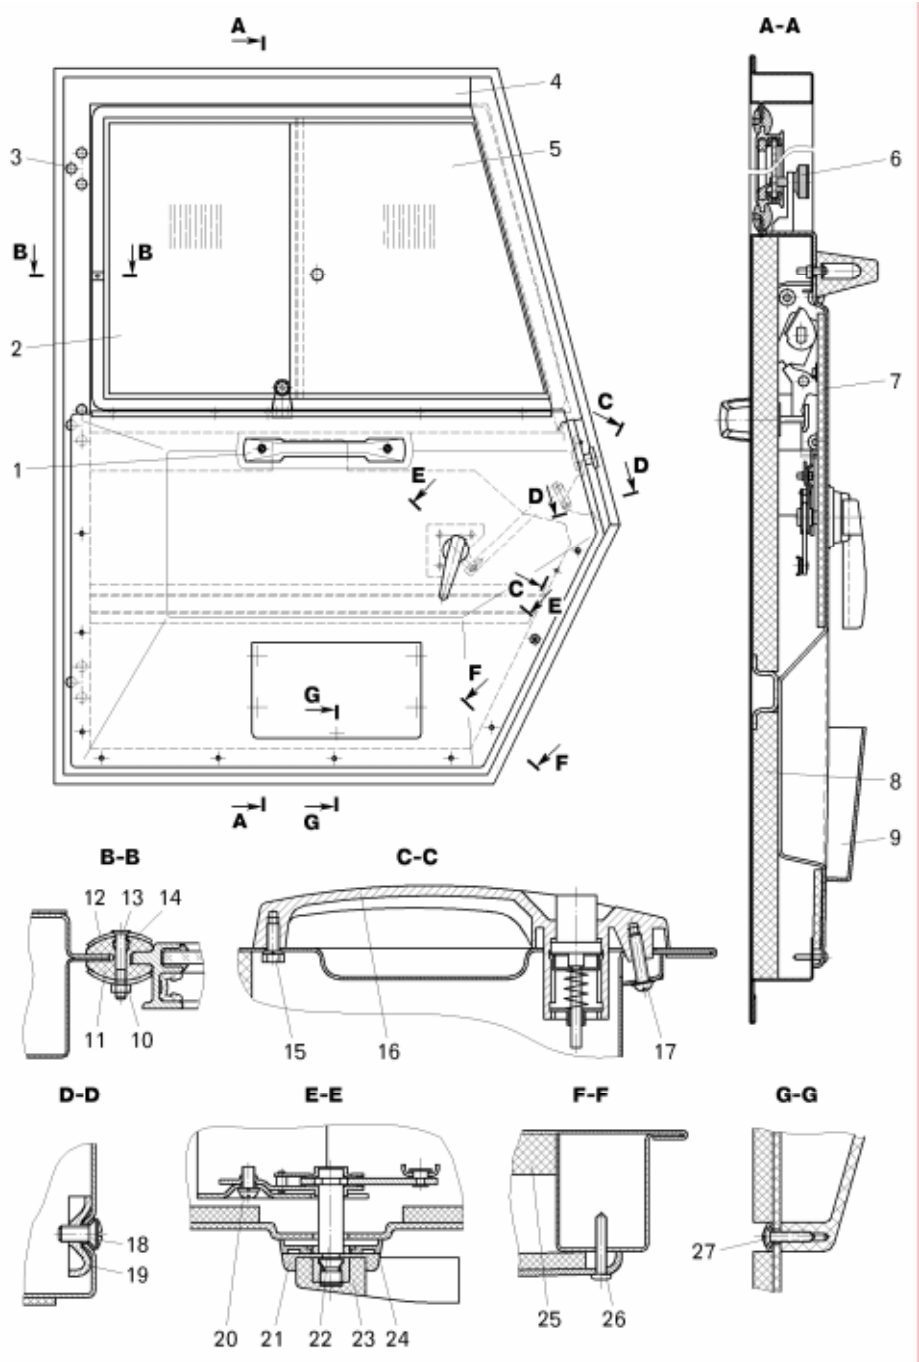

Рисунок 15.15 – Дверь кабины:
– отвернуть гайку 10 (рисунок 15.15), извлечь винт 13 и снять прижимы 12;